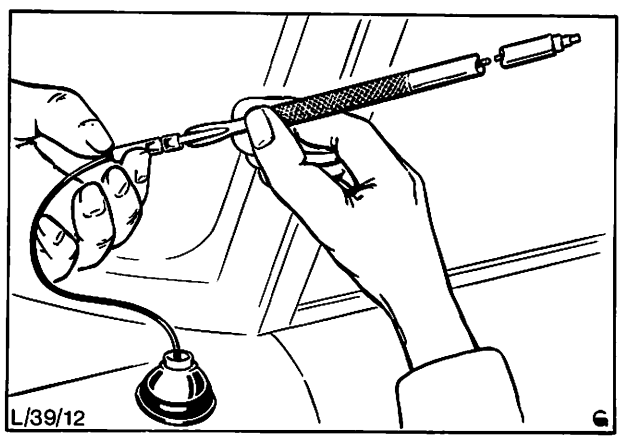

Abb. 17 Einführen des Stabs und des Plastikkabels in die Teleskoprohre
9. Stab und Plastikkabel in die Teleskoprohre schieben, Abb. 17.